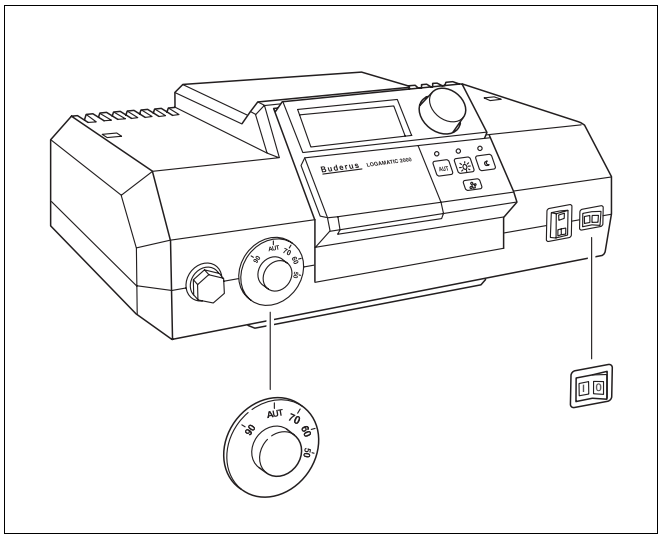

Abb. 4 Puesta en marcha y parada
- Coloque el interruptor de servicio (Fig 4) en la posición “I“ (CON.).
- Coloque el termostato de lacaldera (Fig 4) en la posición "AUT" o bien en 80 °C. En caso de regulación constante, ajuste la temperatura deseada (mín. 65 °C).
- Coloque el interruptor de servicio (Fig 4) en la posición “0“ (DESCON.).